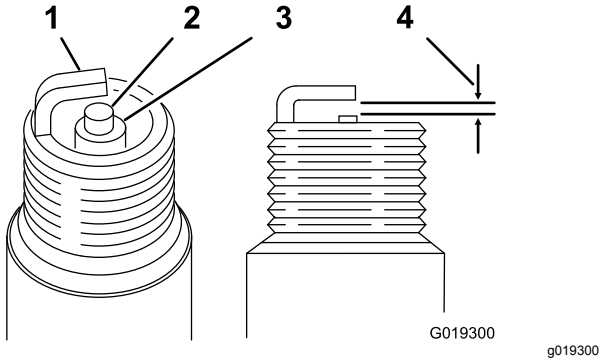

**Рисунок 44**
5. Установите на каждой свече зажигания зазор 0,76 мм между средним и боковым электродами; см. Рисунок 44. Установите все свечи зажигания с отрегулированным зазором в уплотнительную прокладку, затяните свечи с моментом 22 Н·м.